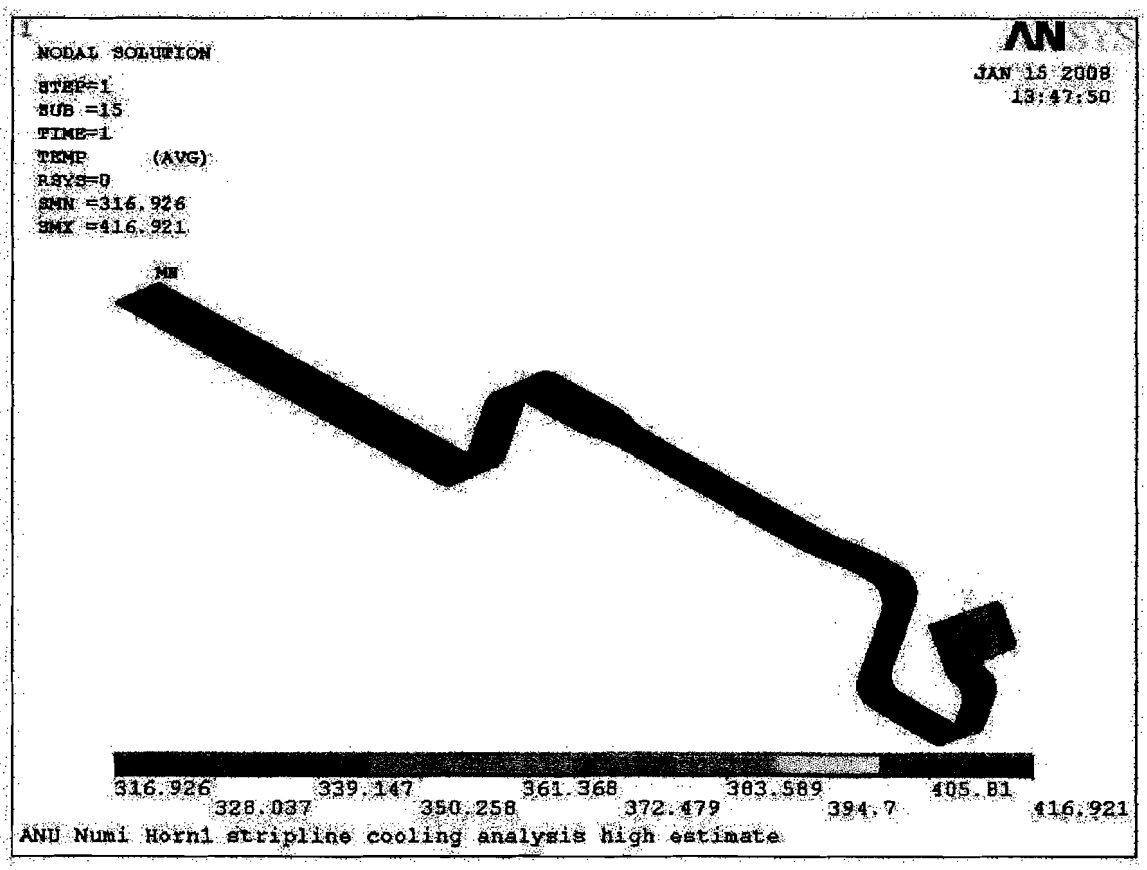

Figure 1. Maximum stripline temperature of 416.9K (143.8°C). Assumes no forced air, only natural convection cooling.
2.1. Figure 1 shows the results of the upper estimate for stripline temperatures. The deltaT is 100K, with a minimum value of 316.9K (43.8°C) and maximum of 416.9K (143.8°C). This is conservative, as it assumes no forced air over the stripline. This condition would be similar to operating without the blower unit in the chase.